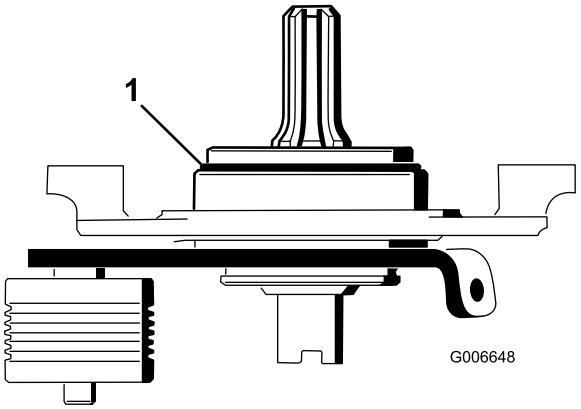

Figura 23
22. Usate la punta da 3/8-16 per togliere la vernice dai fori di fissaggio esterni delle piastre sinistra e destra (Figura 23).
Importante: Verificate che l'o-ring venga montato correttamente sul mozzo del perno (Figura 23).